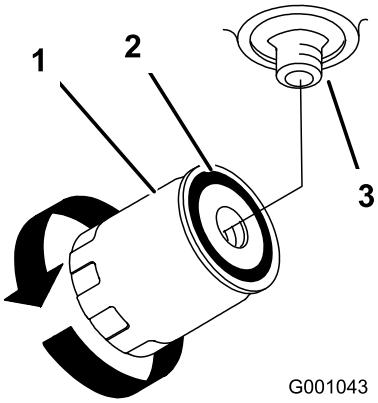

Figur 51
4. Leta reda på filtret under vevhuset och sätt ett avtappningskärl under filtret (Figur 51).
5. Ta bort det gamla filtret och torka av ytan på filteradapterns packning (Figur 51).
9. När hydraulfiltret är fullt vrider du oljefiltret medsols tills gummipackningen kommer i kontakt med filteradaptern. Dra sedan åt filtret ytterligare ett halvt varv (Figur 51).